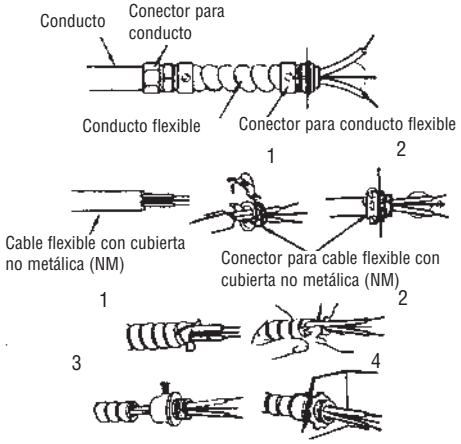

Figura 2 – Conectores, cable y accesorios de montaje utilizados para el cableado del UH724STA
NOTA: para algunas aplicaciones puede que sea necesario un conducto (vea la Figura 2). Verifique los códigos eléctricos locales. Si el cableado se tiende por un conducto, asegúrese de que haya una cantidad suficiente de conducto flexible como para permitir el giro del calefactor en caso de ser necesario.
2. Instale los conectores de cable en la unidad (vea la Figura 2), y deslice el cable calibre alambre de calibre 8 a través del conector de cable. Quanda haga las conexiones, extraiga a través del conector una cantidad suficiente de cable para trabajar.